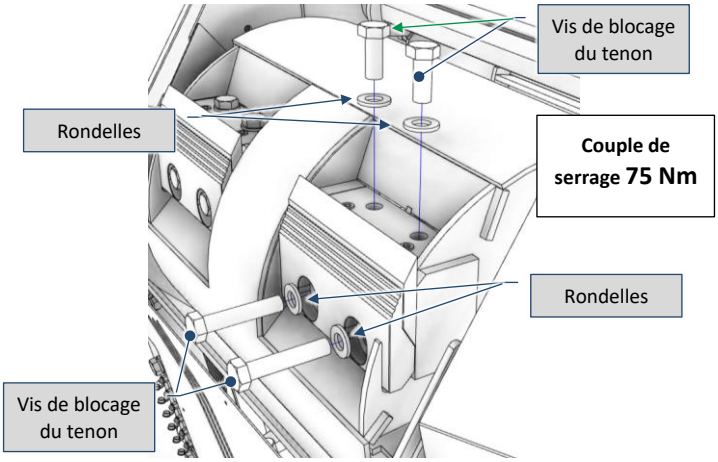

Fig. 9-27 – Retrait des vis de blocage du tenon avec lame
3) À l'aide d'une clé appropriée, retirez les quatre vis de fixation du porte-lame et les rondelles correspondantes (Fig. 9-27);